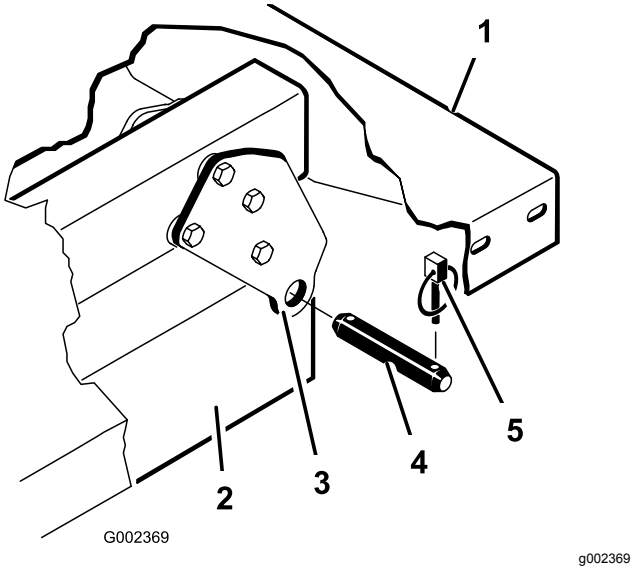

Figur 4
5. Fjern splittpinnene som fester sylinderstaget til planmonteringsplatene, ved å skyve pinnene innover (Figur 4).
6. Fjern ringstiftene og splittpinnene som fester svingbrakettene til rammen (Figur 4).